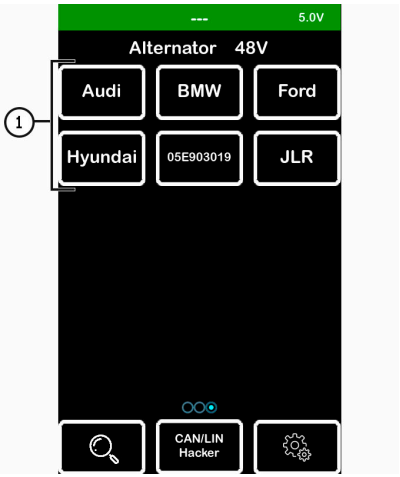

Рисунок 30
3. Далее зайдите в меню тестера и выберете режим проверки 48 В и соответствующий генератору модель автомобиля см. поз. 1 рис. 30.